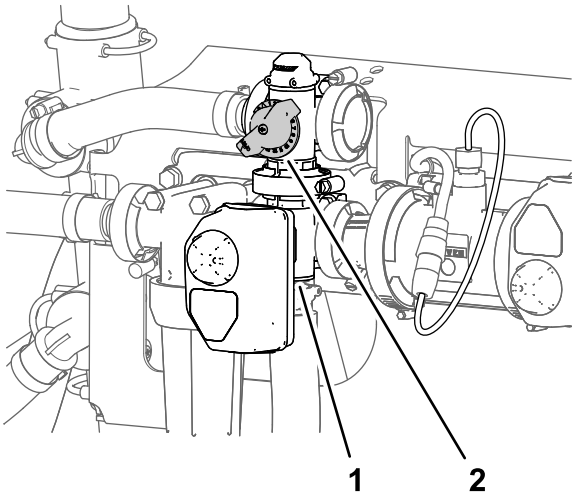

図 29
11. 攪拌バルブの背面についている攪拌バイパスバルブ図 29を使って、水圧計の読みシステム水圧が 6.89 bar7 kg/cm2 = 100 psiになるように調整する。